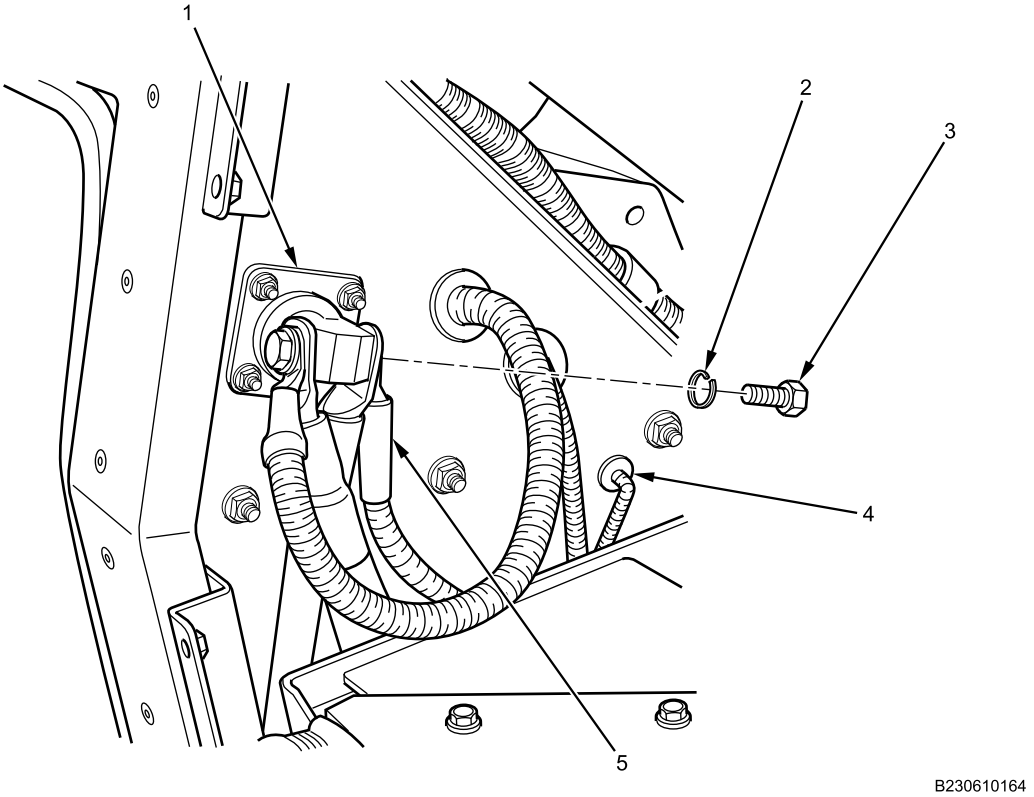

Figure 13. NATO Jump Start Negative Cable.
6. Feed negative cable (Figure 13, Item 5) from inside storage bin through grommet (Figure 13, Item 4).
7. Install negative cable (Figure 13, Item 5) on negative side of NATO jump start connector (Figure 13, Item 1) with new lockwasher (Figure 13, Item 2) and bolt (Figure 13, Item 3). Tighten bolt securely.